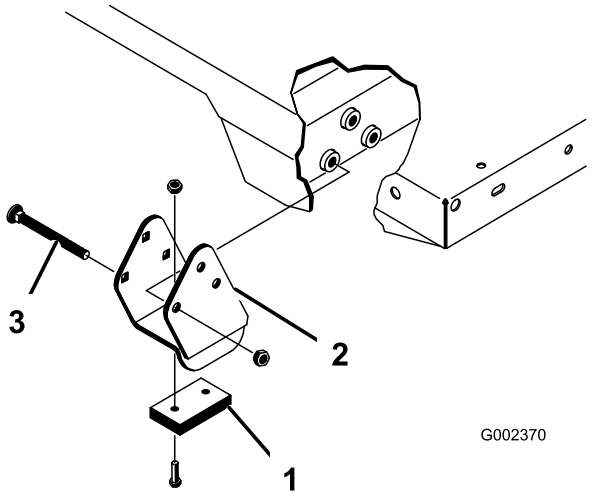

**Figur 34**
**Obs:** Kontrollera att distansfästena och slitageblocken (Figur 34) monteras med vagnskruvhuvudena inuti maskinen.
2. Lägg försiktigt ner flaket på maskinramen med de bakre hålen på flakets svängplatta inpassade mot hålen i den bakre ramkanalen, och montera två sprintbultar och hjulsprintar (Figur 34).
4. För in sprintbulten från flakets utsida med hjulsprinten utåt (Figur 34).